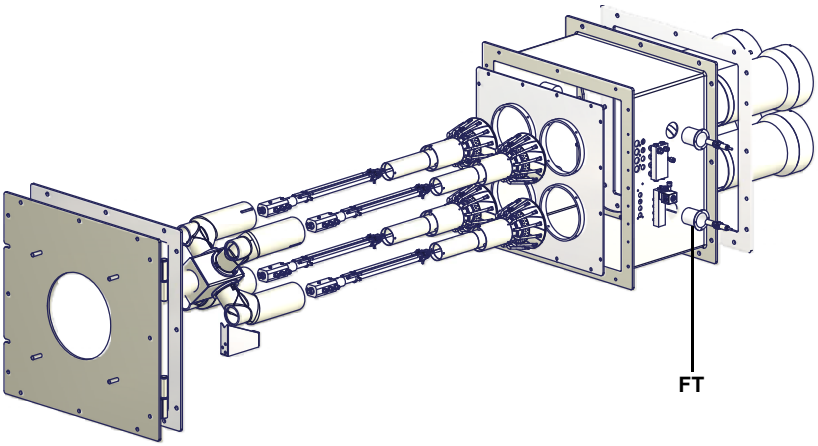

Рис. 28
- Почистить и проверить патрон дизельного фильтра, в случае необходимости заменить его (см. Рис. 28);
- Демонтируйте, проверьте и очистите головку сгорания (см. Рис. 28).